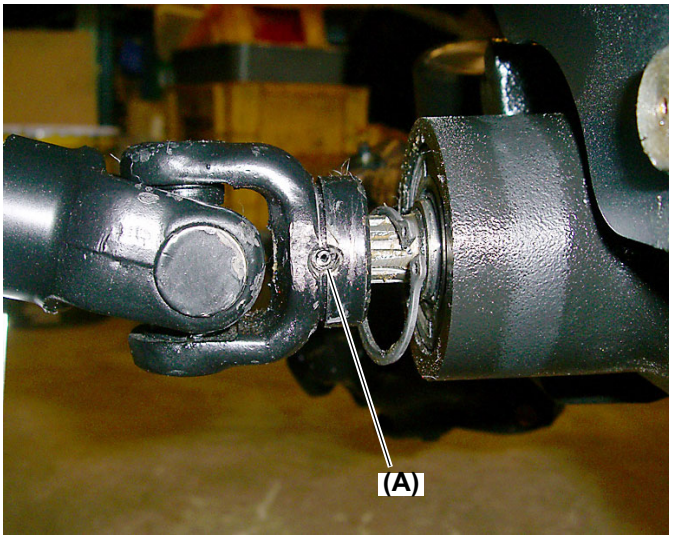

Fig.10
12. Drive out the spring pins (Fig. 10, (A)).